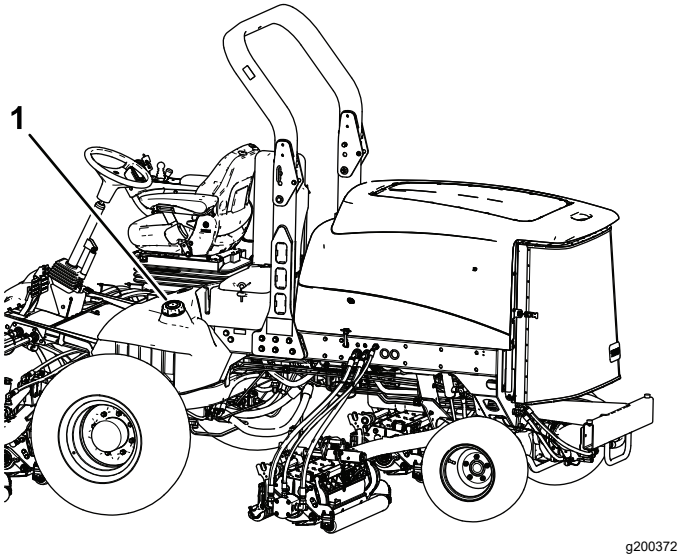

Figuur 34
3. Verwijder de dop van de brandstoftank (Figuur 34).